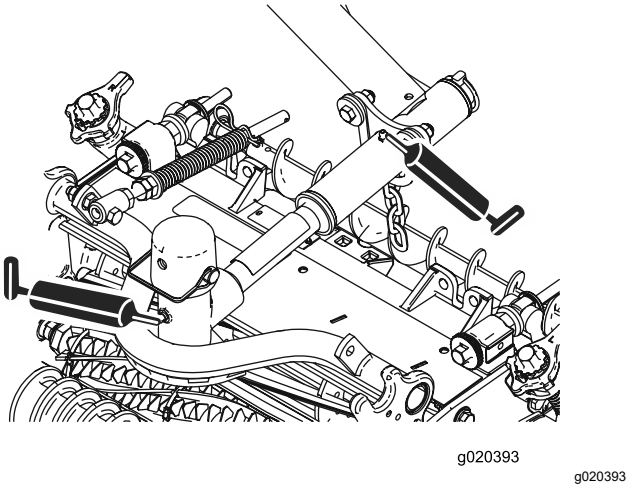

Figur 57
- Klippenhetens svängtappar (2 av varje), se Figur 57.